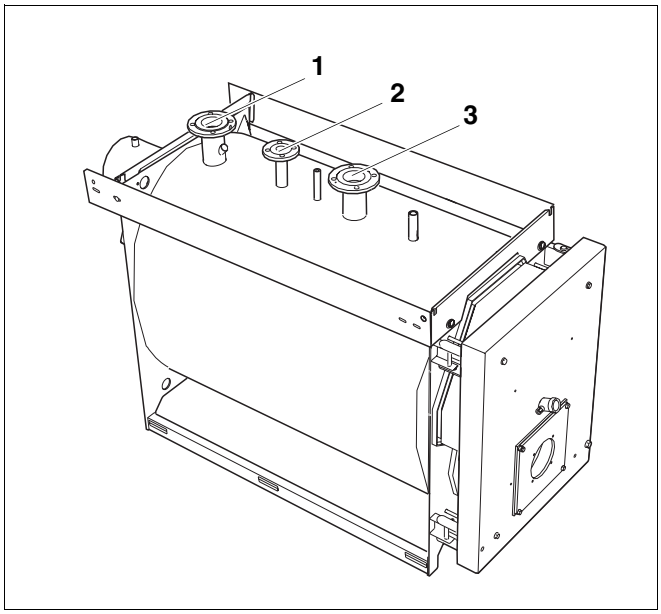

Рис. 17 Отопительный котел Logano S635
- Подсоединить обратную линию системы отопления к месту ее подключения на отопительном котле (рис. 17, **поз. 3**).